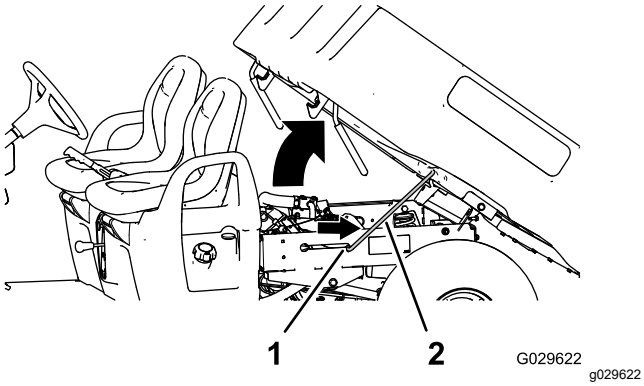

Figur 13
2. Säkra lådan genom att skjuta in stöttan i skåran (Figur 13).
2. Dra ut stöttan ur skåran (Figur 13).
3. Sänk ned lådan tills den låses säkert på plats (Figur 13).